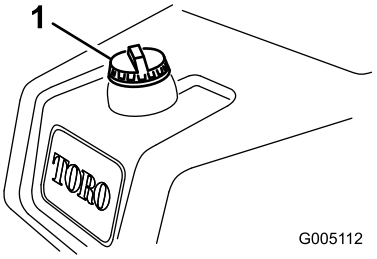

Figur 21
1. Gör rent runt tanklocket och ta bort det (Figur 21).